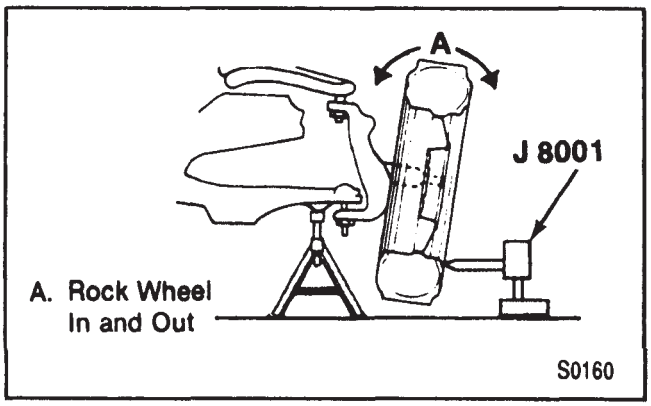

Figure 1—Checking Ball Joint Horizontal Looseness
- Raise the vehicle and support it with suitable safety stands. 4WD—support the lower control arm with a floor stand or jack as far outboard as possible under the stabilizer bar bracket (figure 1).
- Position a dial indicator against the lowest outboard point on the wheel rim (figure 1).
- Rock the wheel in and out while reading the dial indicator. This will show horizontal looseness in both joints (figure 1).